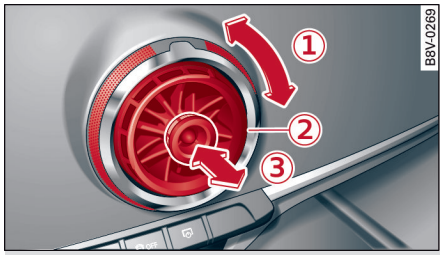

图 87 驾驶舱：调整出风口
以下设置可用 ⇨ *图 87*：
– ① 气流量
– ② 气流方向
– ③ 气流特性（舒适或者活跃）
要调整**气流量**，旋转带槽的最外部调节环 ① ⇨ *图 87*。要停止供气，将调节环转到最右边。
要调整**气流特性**，拉动/按压中部调节环 ③ ⇨ *图 87*：